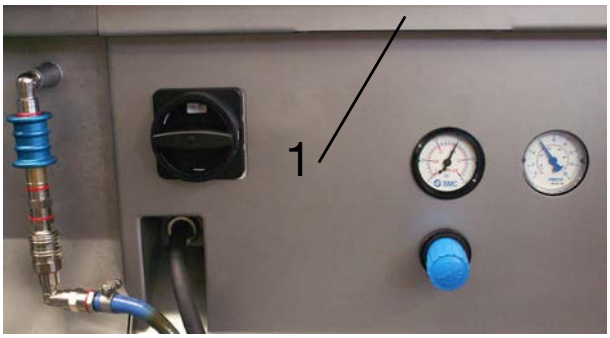

Fig. 3-14 1 Handle rail
- Open the lid at the handle rail (1, Fig. 3-14).